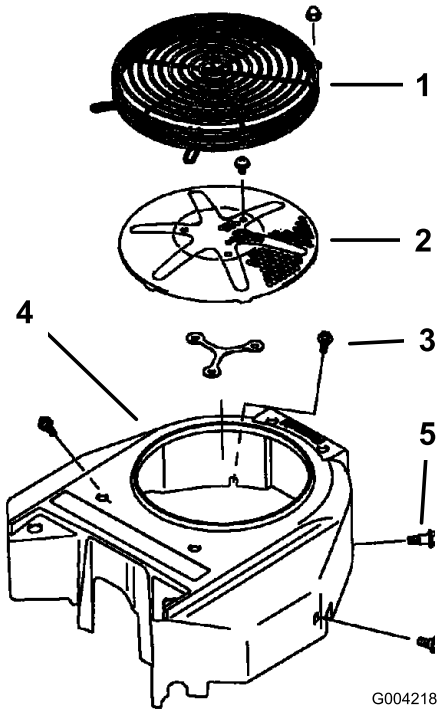

Figur 69
Før hver brug skal eventuelt ophobet græs, snavs eller andet affald fjernes fra motorgitteret. Dette sikrer tilstrækkelig køling og korrekt motoromdrejningstal, hvilket mindsker risikoen for overophedning og mekanisk beskadigelse af motoren (Figur 69).
3. Fjern luftindtagsskærmen og dernæst tilbageslagsstarteren og ventilatorhuset (Figur 69).
5. Installer luftindtagsskærmen og dernæst tilbageslagsstarteren og ventilatorhus (Figur 69).